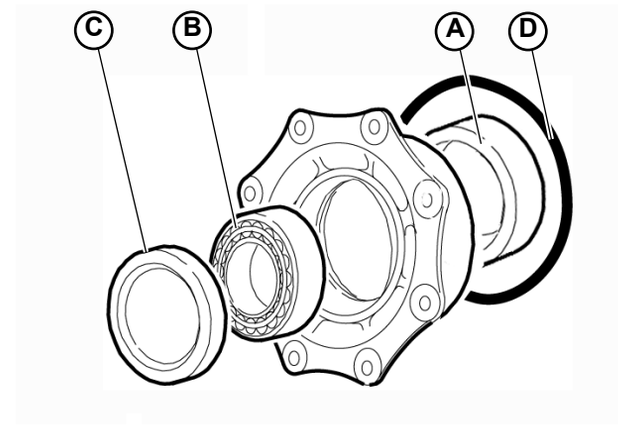

Fig.3
- Introduce the roller bearing outer ring (**A-Fig.3**) if previously removed, by means of a suitable pad.
- Then, from the other side of the flange, introduce the ball bearing (**B-Fig.3**) and the oil seal (**C-Fig.3**) respecting its direction.
- Install the O-ring (**D-Fig.3**).